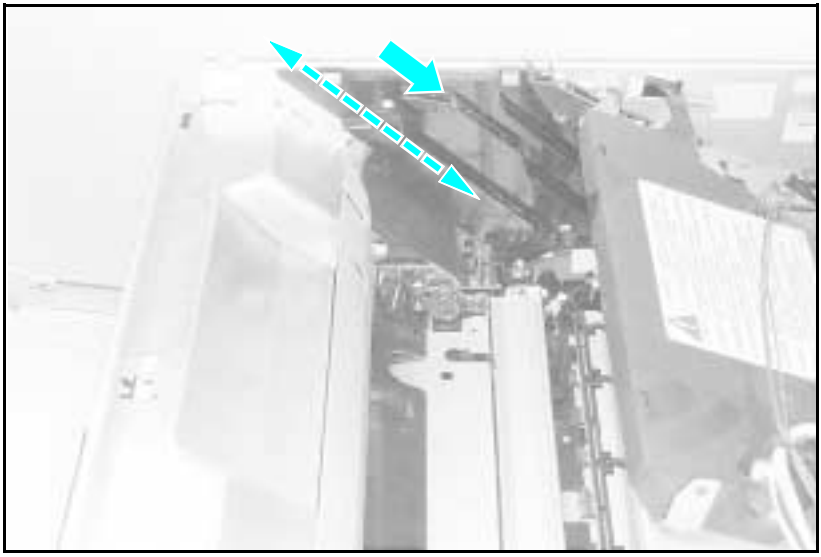

Figure 6-57 Orientation of HVCP and Left Guide Plate
2. Slide the Toner Cartridge Guide Plate into position on a diagonal line (see Figure 6-57).